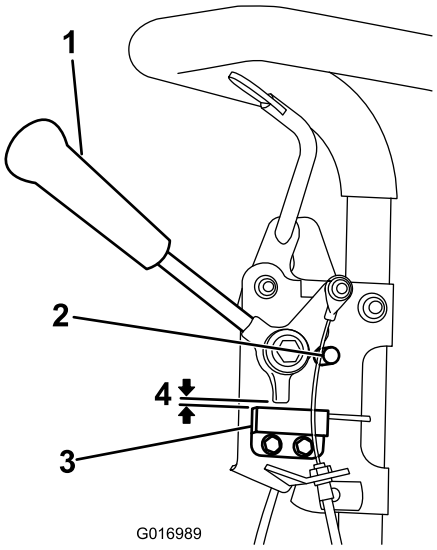

Figur 29
1. Se till att motorn är avstängd och att kördrivningsspaken är urkopplad och vilar mot neutralstoppet (Figur 29).
2. Lossa fästelementen på säkerhetsströmbrytaren (Figur 29).
3. Placera ett 0,8 mm tjockt mellanlägg mellan hjuldrivningsspaken och säkerhetsbrytaren (Figur 29).